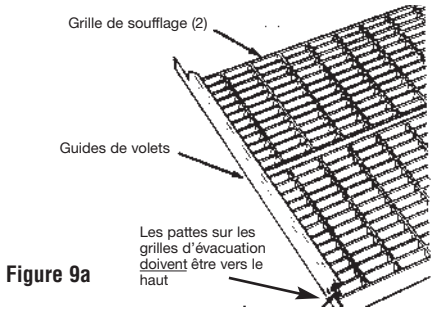

Figure 9a
4. Encastrez les deux guides de volets sur les deux grilles de soufflage comme c'est montré en Figure 9a.